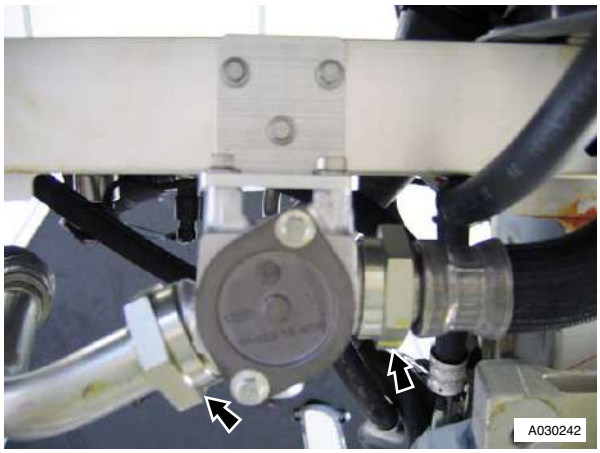

Figure 1
3. Remove pipes from oil thermostat (position container to catch oil) (refer to Figure 1).